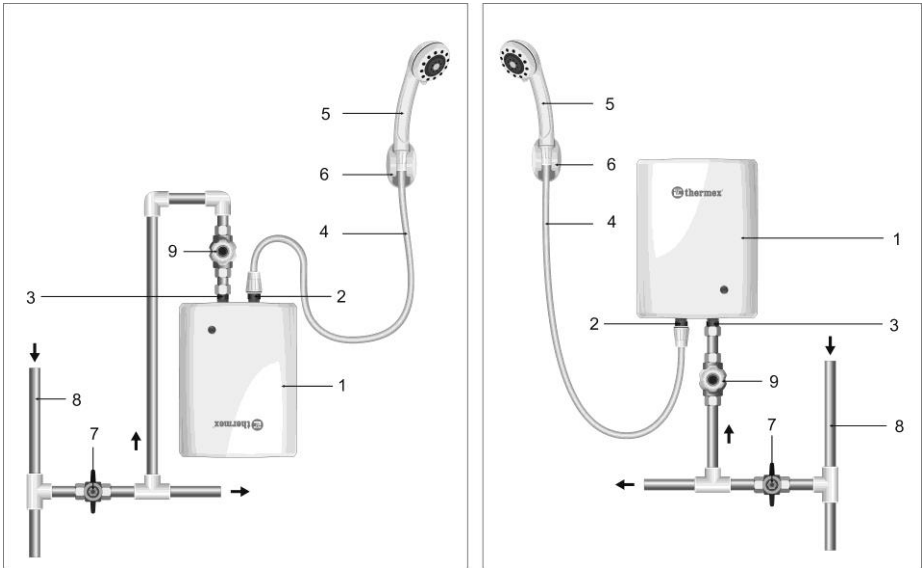

Рис.4 Схема подключения ПЭВН Thermex Surf 3500, 5000, Surf 6000 к водопроводу.
Подключение моделей Thermex Surf 3500, 5000, Surf 6000 к водопроводу осуществляется в соответствии с Рис.4
1. Плавно поверните ручку регулятора потока воды (Рис. 4, п. 9,) на входе и дождитесь, когда вода польется на выходе водонагревателя (п.2,5, Рис 4).